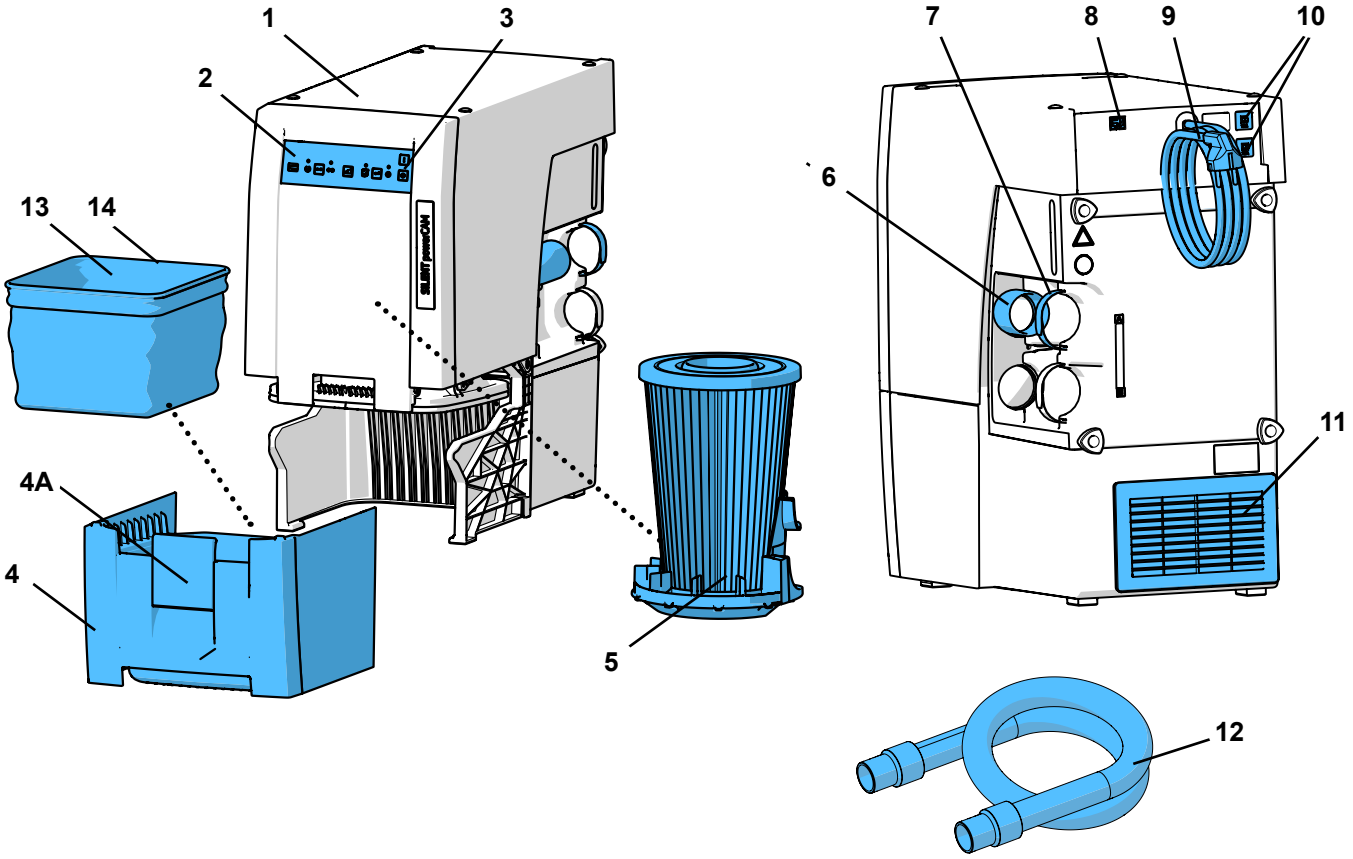

Abb. 1
- der Abluftaustritt (11, Abb. 1) nicht behindert wird.
- Externe Abluftführung (A) (siehe Kap. 4.6).
- Öffnung in Schrankrückwand (B), min. 250 x 120 mm, direkt gegenüber dem Abluftaustritt (11, Abb. 1).
- Rückwand des Schranks entfernen (C), Abstand der Schrankrückseite zur Wand min. 50 mm.
⇒ Netzkabel (9, Abb. 1) entrollen und Netzstecker in Steckdose der Gebäudeinstallation einstecken.